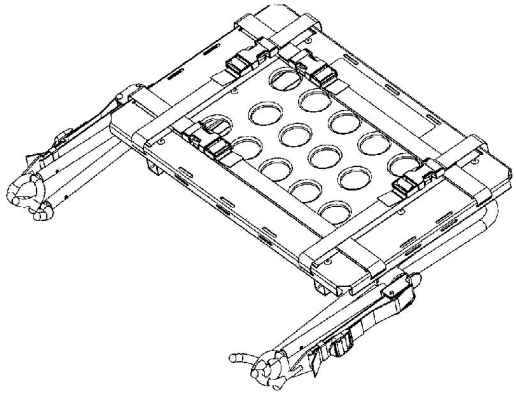

rys. 54
1. Ustawić podstawkę pod defibrylator w pozycji złożonej, jak pokazano na rys. 54.